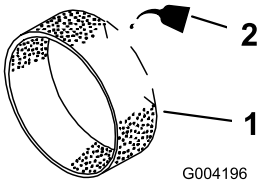

Figuur 45
3. Giet 30 tot 60 ml olie op het filterelement (Figuur 45).